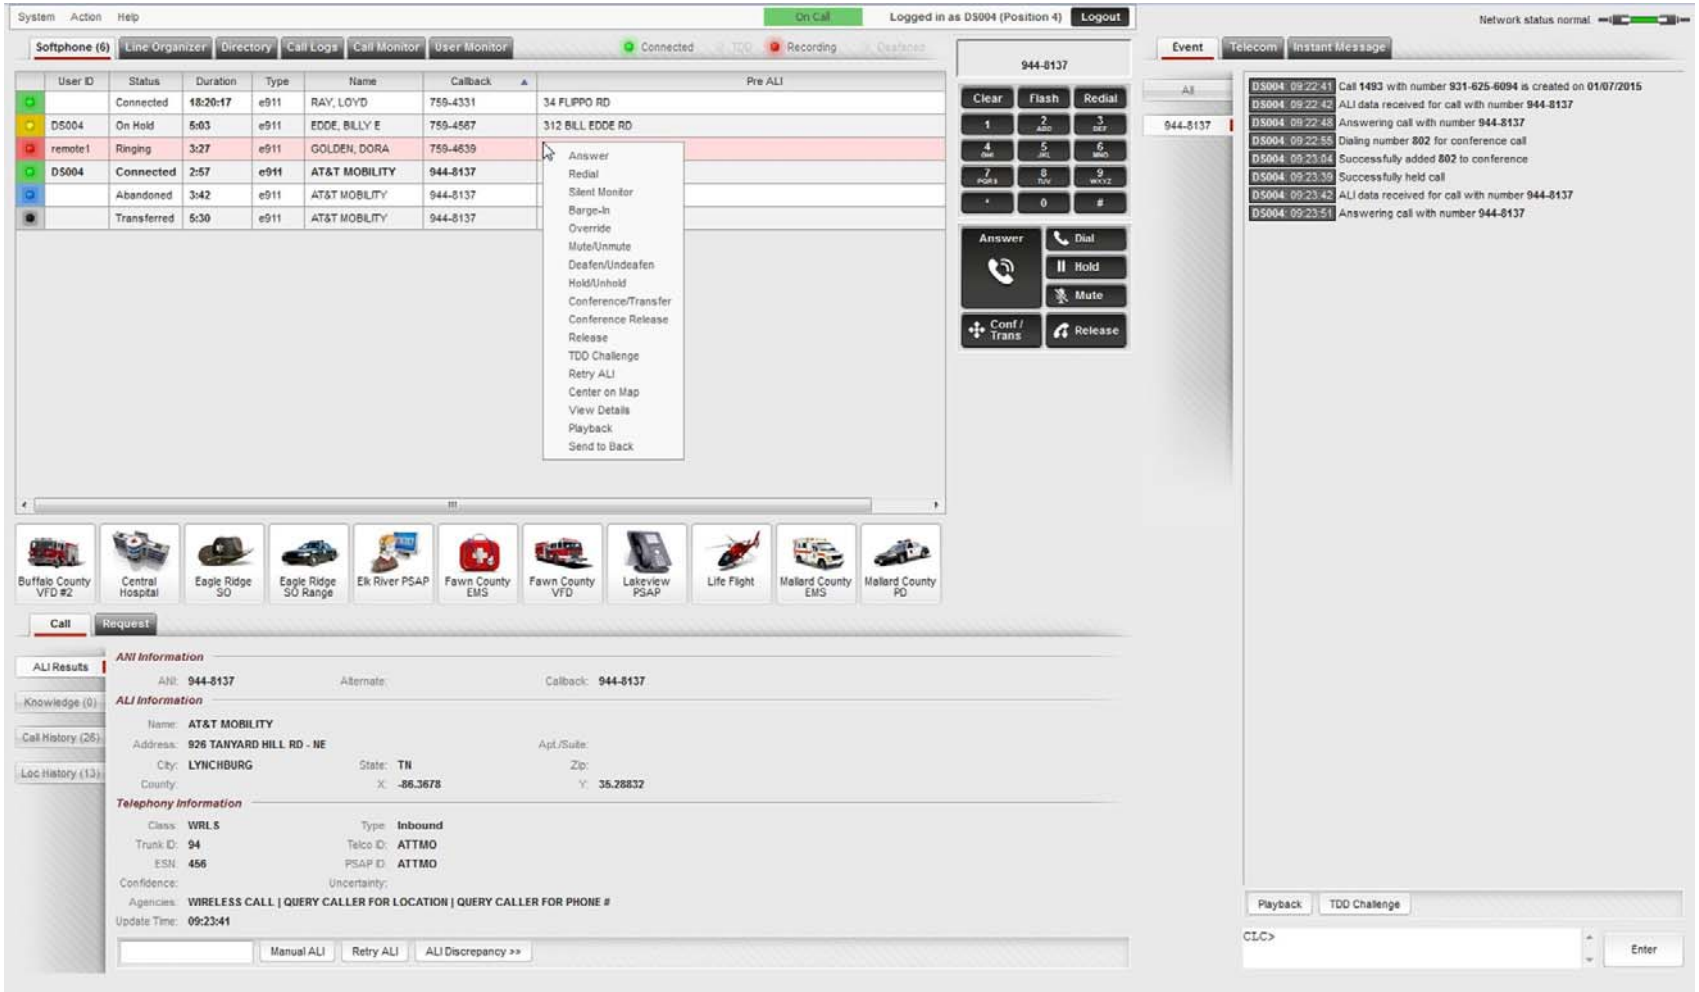
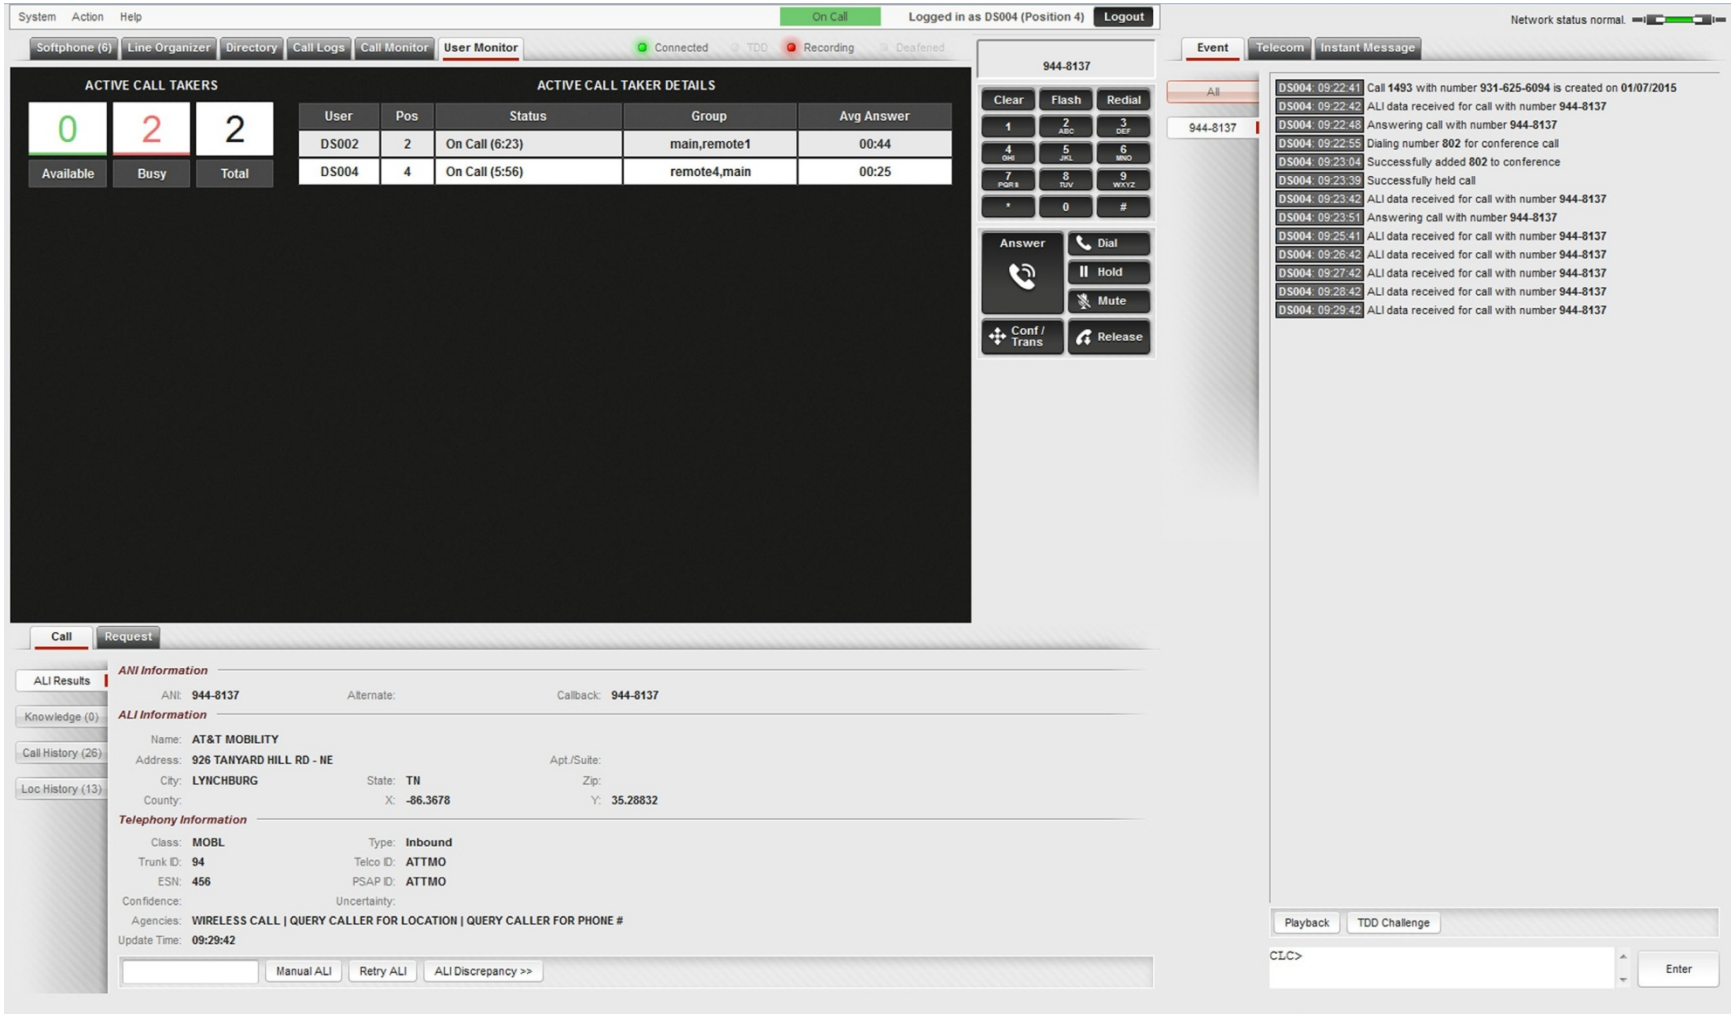

Figure 2-7: CallStation Softphone Tab
Figure 2-12: CallStation User Monitor
CallStation® is ECW's comprehensive application for providing receipt and management of emergency calls. CallStation provides call taking and management capabilities from a single screen, allowing for integration with other applications (such as CAD or mapping systems) on secondary screens. CallStation can be configured to include mapping. CallStation with Mapping provides complete call management options from the map as well as the Call Screen. Figure 2-7 - Figure 2-12 display the CallStation Call Screen and the (optional) Map Screen.
- **Softphone** - The Softphone displays detailed information on all active calls and provides full call management capability. Refer to Section 1.5.14 for more information on call management options available from the UI. The information provided on active calls includes the User ID of the managing call taker, call status (e.g. Ringing, On Hold, Transferred, Abandoned, etc.), duration, type (e.g. inbound, outbound, SMS), caller name, ANI provided callback number, and Pre ALI data. Adjacent to each call in the Softphone is a status light, which conveniently indicates call status according to color (e.g. red for Ringing, green for Connected, blue for Abandoned, black for Transferred etc.). Additionally, the Softphone features transfer/speed dial buttons (Softphone Buttons). Softphone Buttons are created and managed from AdminiStation by authorized users. Refer to Section 1.5.18 for more information on AdminiStation. The Softphone also features call indicators which specify whether a call is connected, being recorded, deafened, or a TDD call. Figure 2-7 displays the CallStation Softphone.
- **User Monitor -** The User Monitor tab includes details on active users including username, workstation position, status (e.g. Available, On Call, etc.), Dispatch Group of which user is a member, average answer time, and more. Figure 2-12 displays the User Monitor.
- **SMS Tab –** The SMS Tab provides for the receipt and management of SMS calls. An incoming text message appears in the call table as ringing. "SMS" is displayed under the type column, indicating the caller is texting 9-1-1. To view the SMS and respond, the call taker must simply "answer" the call. Once the call has been answered, the SMS Tab opens displaying the text and providing full management capabilities such as Barge-In, Transfer, Release, etc. Additionally, an SMS drop-down list containing predefined messages may be used to quickly respond to the caller. A log of the conversation with details such as the phone number, answer time, release time, and more are stored in DecisionStation. Figure 2-12 displays the SMS Tab.